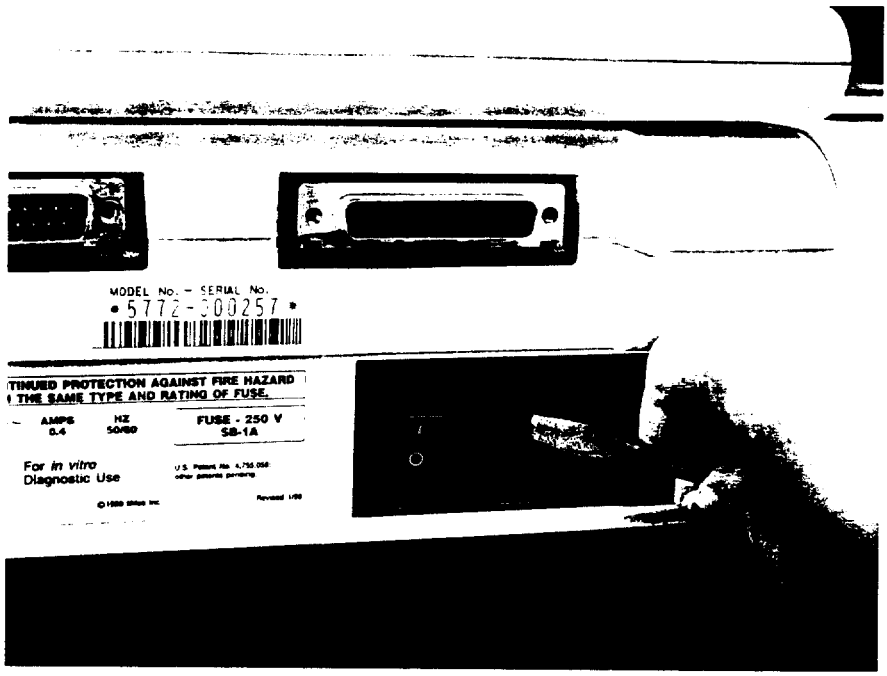

Figure 8-1
2. Using a short, narrow-blade screwdriver (no more than about 2½ inches long), pry the fuse cover open (Figure 8-1). The entire fuse holder will now pull out of the instrument like a small drawer.